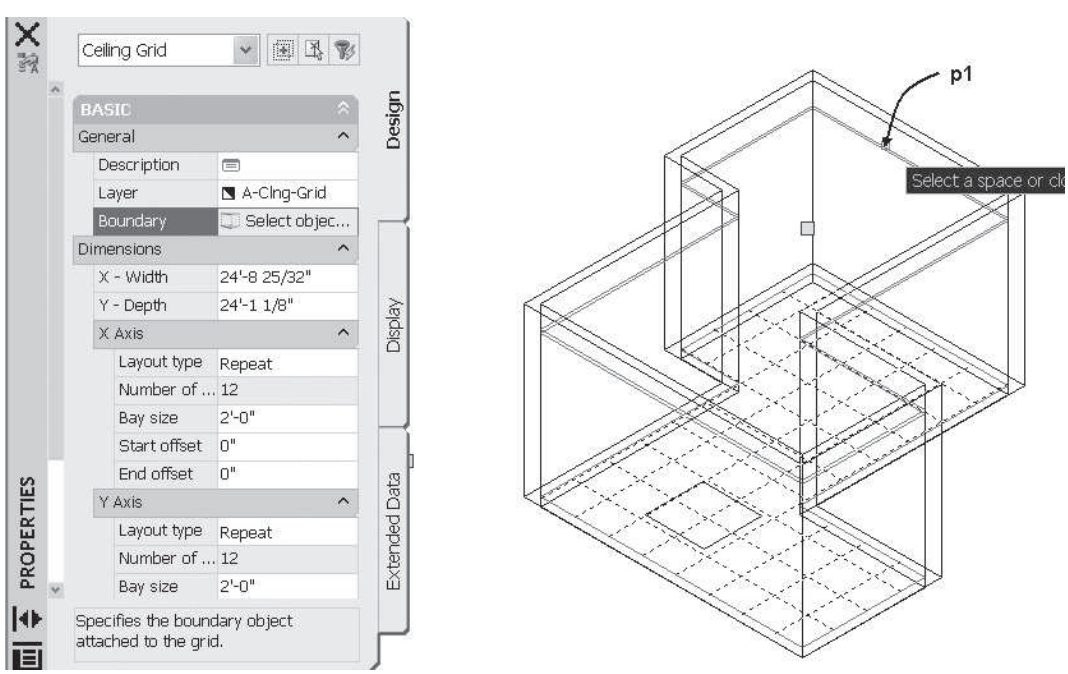

FIGURE 13.59 *Select the ceiling polyline boundary*
7. Select **SW Isometric** view from the **View** Cube. Select the ceiling grid, choose **Select object** from the **Boundary** field of the Properties palette, and then select the ceiling boundary at **p1** as shown in Figure 13.59.